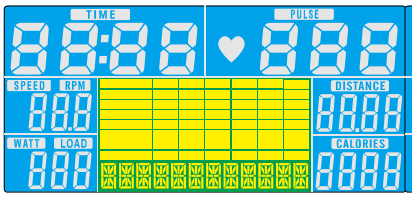
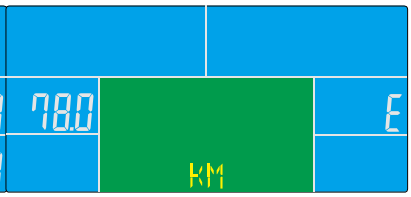
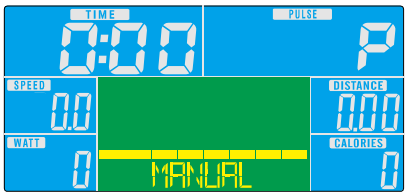

Рисунок 1
Рисунок 2
Рисунок 3
1. Установите батарейки (или нажмите и удерживайте в течение 2 секунд кнопку RESET). Вы услышите ЗВУКОВОЙ СИГНАЛ, после чего в течение 2 секунд загрузится дисплей (Рисунок 1). На дисплее в течение 1 секунды будут отображаться значения диаметра колеса, КМ или МИЛИ и символ количества жира «E» (Рисунок 2). После этого консоль перейдет в Режим ожидания (Рисунок 3). Двигатель начинает работать с Нагрузкой 1.
2.В Режиме ожидания (Рисунок 3), нажмите на кнопку MODE/ENTER, чтобы выбрать режим тренировки: